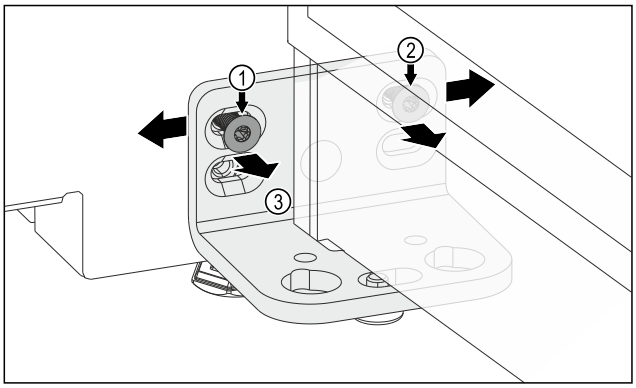

Fig. 9
▶ Povolte šroub *Fig. 9 (1)* a šroub *Fig. 9 (2)*. Na šrouby *Fig. 9 (2)* budete potřebovat krátký zahnutý šroubovák.
▶ Přesuňte dveře s úhelníkem závěsu *Fig. 9 (3)* doleva.
▶ Přesuňte dveře s úhelníkem závěsu *Fig. 9 (3)* doprava.
▶ Dveře dosáhly koncové polohy: Utáhněte šroub *Fig. 9 (1)* a šroub *Fig. 9 (2)*.